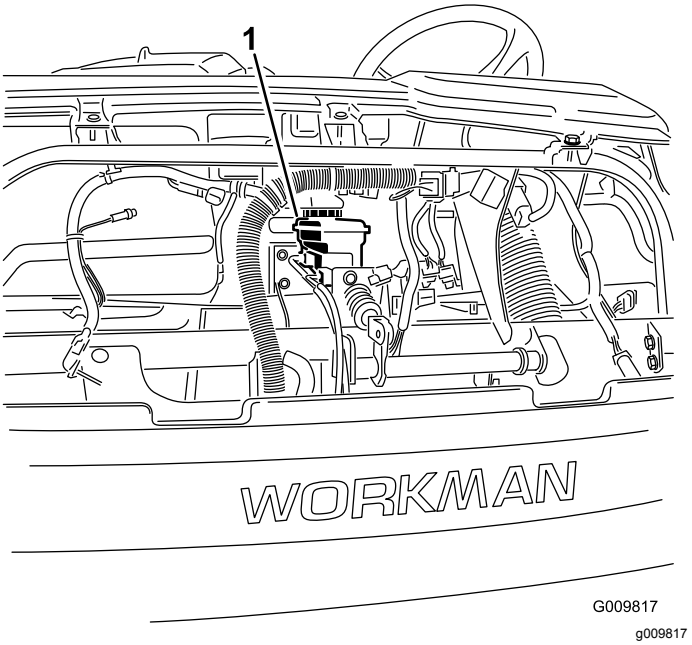

Figur 56
4. Lyft upp motorhuven så att du kommer åt huvudbromscylindern och behållaren (Figur 56).